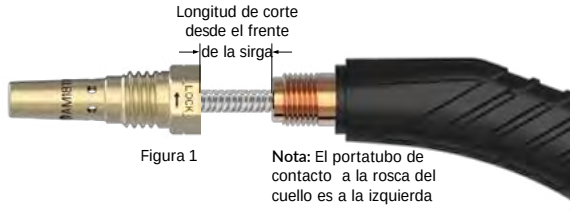

Figura 1
- Vuelva a colocar el portatubo de contacto y mida el espacio desde el portatubo hasta el frente de la rosca del cuello (Figura 1).
- Asegúrese de que la sirga esté ligeramente comprimida dentro del conducto de la antorcha y que la boquilla delantera pueda verse a través de los orificios del portatubo de contacto. Marque la posición en la parte trasera de la boquilla de la sirga (Figura 1).